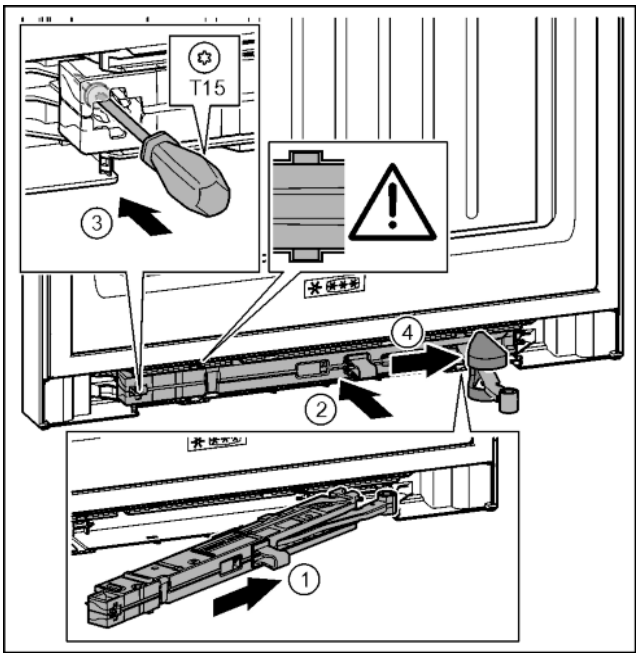

Fig. 39
▶ Slide the soft stop mechanism on the bearing bracket side at an angle into the slot as far as the limit stop. *Fig. 39 (1)*
▶ Slide the soft stop mechanism fully into the slot. *Fig. 39 (2)*
▶ Tighten the screw with the T15 screwdriver. *Fig. 39 (3)*
▶ Push the cover over the hinge. *Fig. 39 (4)*